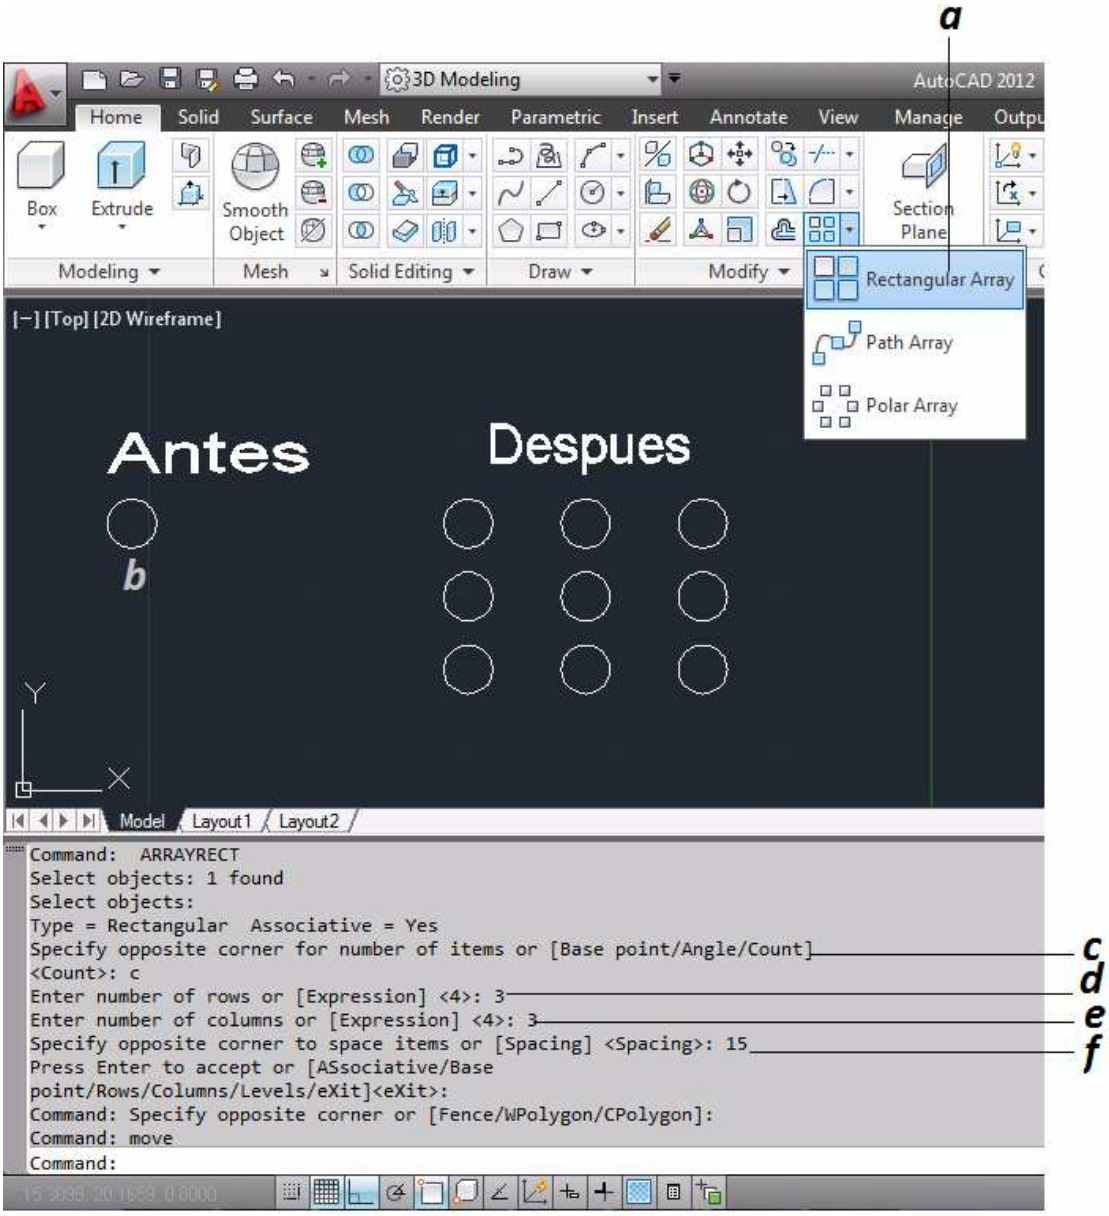

Figura 3.33 Modificacion de Entidades "Matriz Rectangular"
- **a.** Se selecciona el icono del comando Matriz Rectangular *(figura 3.33)*.
- **b.** Se selecciona el objeto que se repetirá y se da enter *(figura 3.33)*.
- **c.** Se ingresa *T (C)* para elegir la opción *Total (Count*) y se da enter *(figura 3.33)*.
- **d.** Se ingresa 3 que será el número de filas de la matriz y enter *(figura 3.33)*.
- **e.** Se ingresa 3 que será el número de columnas de la matriz y enter *(figura 3.33)*.
- **f.** Se introduce 15 que será el espacio entre cada una de las filas y columnas y enter *(figura 3.33)*.